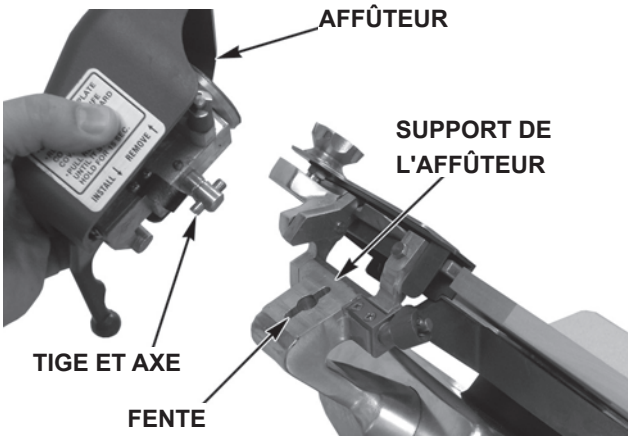

Fig. 7
- L'affûteur (Fig. 7) est monté sur le haut de la trancheuse.